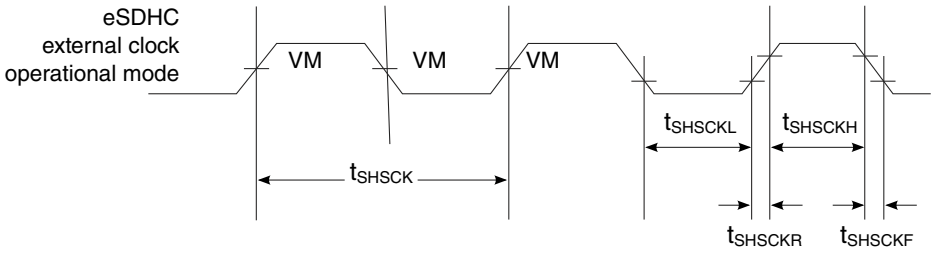

Figure 14. eSDHC clock input timing diagram
1. The symbols used for timing specifications herein follow the pattern of $t_{\text{(first two letters of functional block)(signal)(state) (reference)(state)}}$ for inputs and $t_{\text{(first two letters of functional block)(reference)(state)(signal)(state)}}$ for outputs. For example, t_{SHKHOX} symbolizes eSDHC highspeed mode device timing (SH) clock reference (K) going to the high (H) state, with respect to the output (O) reaching the invalid state (X) or output hold time. Note that in general, the clock reference symbol is based on five letters representing the clock of a particular functional. For rise and fall times, the latter convention is used with the appropriate letter: R (R for rise) or F (F for fall).
5. See Figure 14. on page 86.